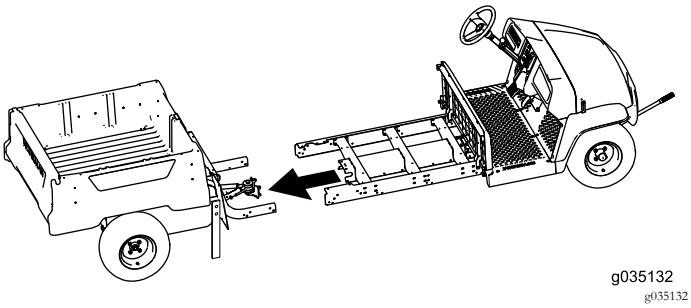

Figure 75
7. Demandez à un assistant de vous aider à rapprocher les sections avant et arrière de la machine (Figure 75).